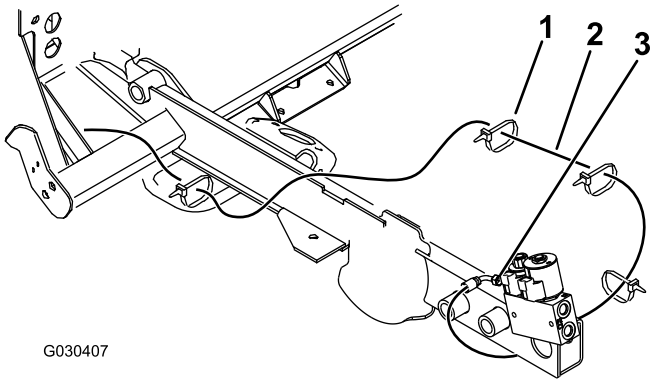

Rysunek 20
8. Poprowadź przewód długi pod ramą chłodnicy głównej, nad poprzecznicą ramy oraz wzdłuż szyny ramy zaworu (Rysunek 20).
9. Zamocuj przewód długi przy użyciu 4 opasek kablowych (Rysunek 20).